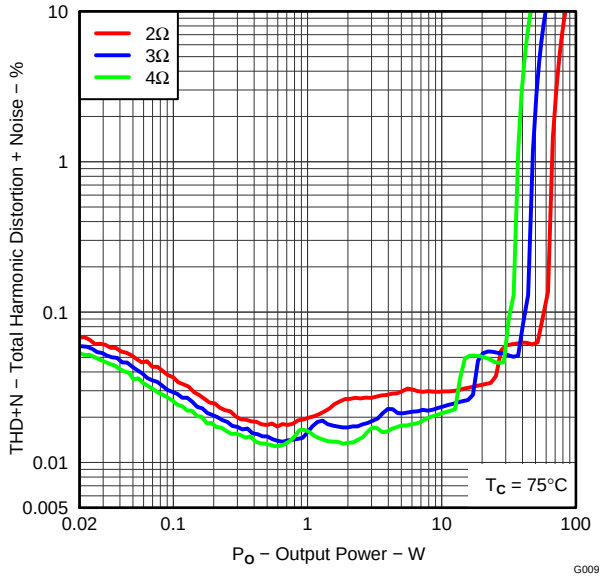

Figure 20. Total Harmonic Distortion + Noise vs Output Power
capacitors and differential LC filter as shown in Figure 20.
- Pins 29, 30, 31, 36, 37, 38 - Power supply pins to half-bridges A, B, C, and D. A and B form a full-bridge and C and D form another full-bridge. A 470-µF bulk capacitor is recommended for each full-bridge power pins. Two 0.22-µF decoupling capacitors are placed on each full-bridge power pins. See Figure 20 for details.